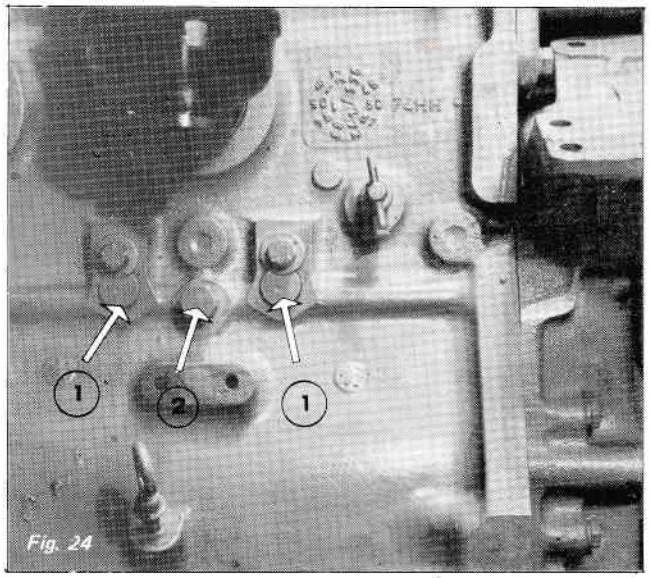

Fig. 24
Un clapet (2) situé au départ de cette rampe, supprime le refroidissement à basse pression. (Fig. 24).